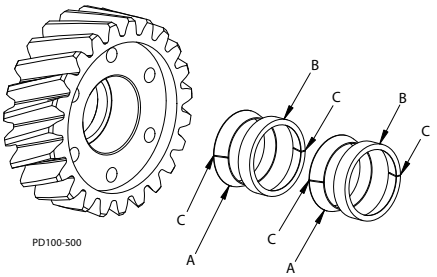
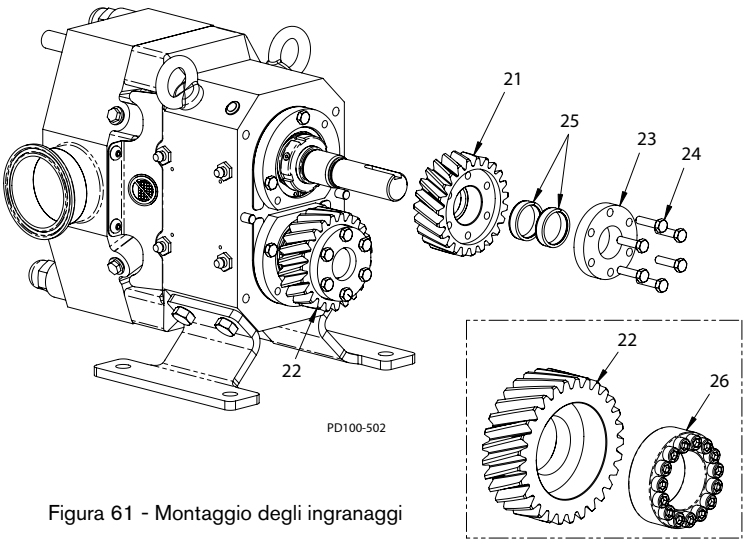

Figura 60 - Montaggio dell'elemento di bloccaggio
Figura 61 - Montaggio degli ingranaggi
2. Montare gli ingranaggi (Figura 61, articolo 22) e gli elementi di bloccaggio sull'albero intermediario.
- Nei modelli 0040 - 0300 si tratta degli elementi di bloccaggio (Figura 61, articolo 25), dell'anello di fissaggio (articolo 23) e delle viti (articolo 24).
- Nei modelli 0670 - 2290 si tratta del gruppo di bloccaggio (Figura 61, articolo 26 (riquadro)).
3. Gli elementi di bloccaggio (Figura 61, articolo 25, particolare della Figura 60) sono costituiti da un anello interno e da un anello esterno con fessure. Per un corretto funzionamento, gli elementi devono essere montati nel seguente ordine: anello interno (A), anello esterno (B), anello interno (A), anello esterno (B); con le fessure negli anelli (articolo C) sfalsate di 180°, come mostrato nella Figura 60.
8. Montare gli ingranaggi (Figura 61, articolo 21) e gli elementi di bloccaggio sull'albero di trasmissione.